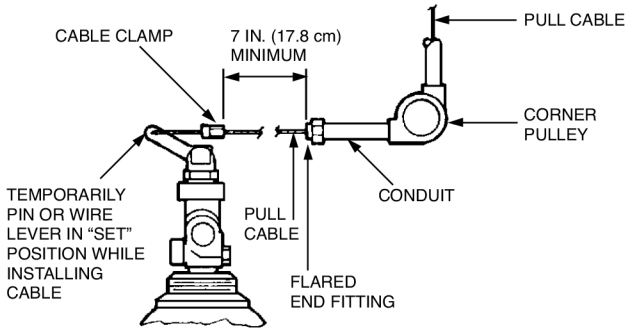

FIGURE 15
5. Wire or pin the actuator lever in the "SET" position to prevent accidental discharge when installing the cable. See Figure 15.
6. Feed cable through hole in actuator lever and fasten with cable clamp. See Figure 15.
7. When installing, make certain there is at least 7 in. (17.8 cm) of free cable between the cable clamp and the flared end fitting for proper operation of lever. See Figure 15.